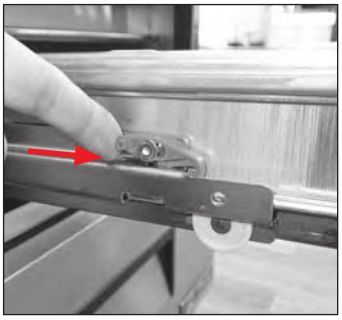

***Fig. 6a.*** Push the retainer forward.
5. Push the plastic drawer retainer forward and raise the front end. See figs. 6a and 6b.